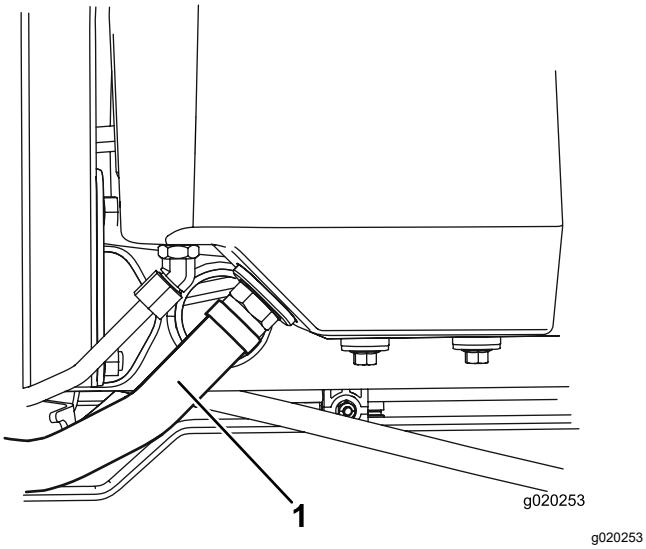

**Figuur 80**
2. Maak de grote hydraulische slang (Figuur 80) los van het reservoir en laat de hydraulische vloeistof in een opvangbak lopen.